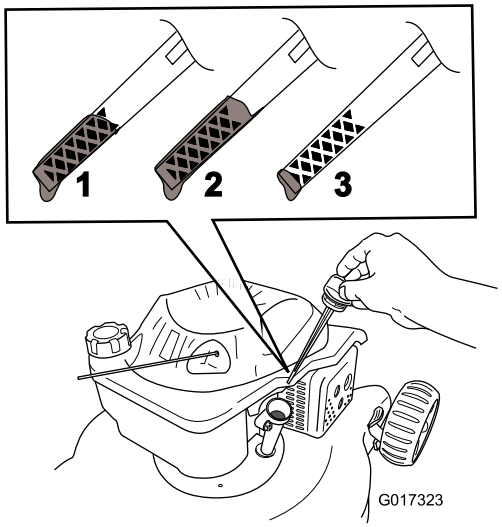

Figure 9
5. To determine the proper oil level on the dipstick, refer to Figure 9).
Note: Fill the engine crankcase with oil until the dipstick indicates that the engine oil level is correct as shown in Figure 9. If you overfill the engine with oil, remove the excess oil as directed in Changing the Engine Oil.